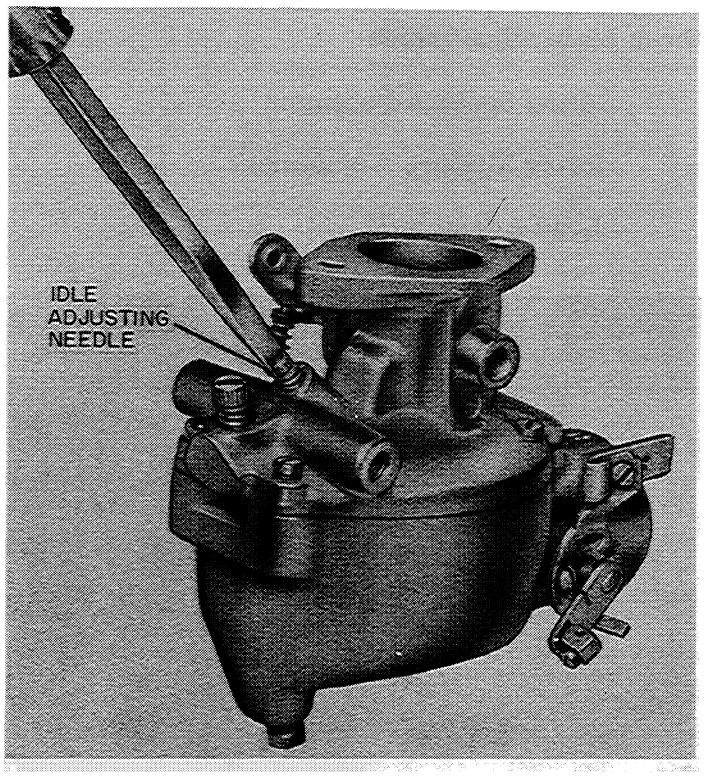

Figure N-50
17. Install the idle adjustment needle, Figure N-50.